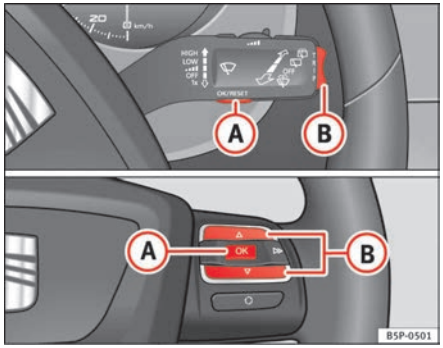

Fig. 39 Rocker buttons A and B. Steering wheel controls.
A **Service pre-warning** will appear in the mileage displays if a service is due soon. A “spanner” symbol appears and the display “km” with the distance that can be driven until the next service appointment is due. The display will change after approximately 10 seconds. A “clock symbol” appears and the number of days until the service appointment should be carried out. The following message is shown in the instrument panel display: **SERV. IN... KM OR... DAYS**. The service message will disappear approximately 20 seconds after the ignition is switched on or the engine is running. The normal display can be resumed by pressing the reset button on the trip counter or by pressing the rocker switch of the MFI ⇒ page 60, fig. 39 Ⓑ.
– When the ignition is on, briefly press button ⇒ fig. 39 (A) on the windscreen wiper lever to change from one memory to another or press button (A) on the steering wheel controls ⇒ fig. 39.